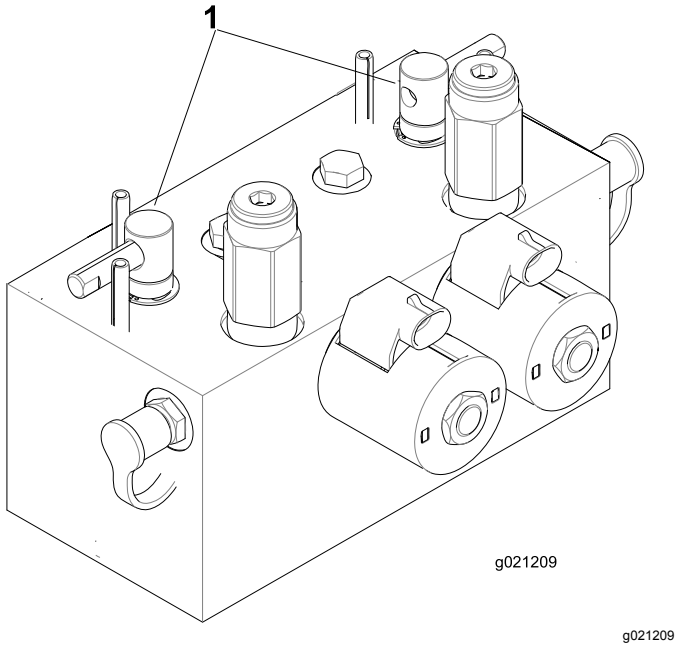

**Figur 109**
2. Lossa och höj upp sätet för att frilägga slipningsspakarna (Figur 109).
5. Välj den främre, bakre eller bägge slipningsspakarna för att bestämma vilka enheter som ska slipas (Figur 109).